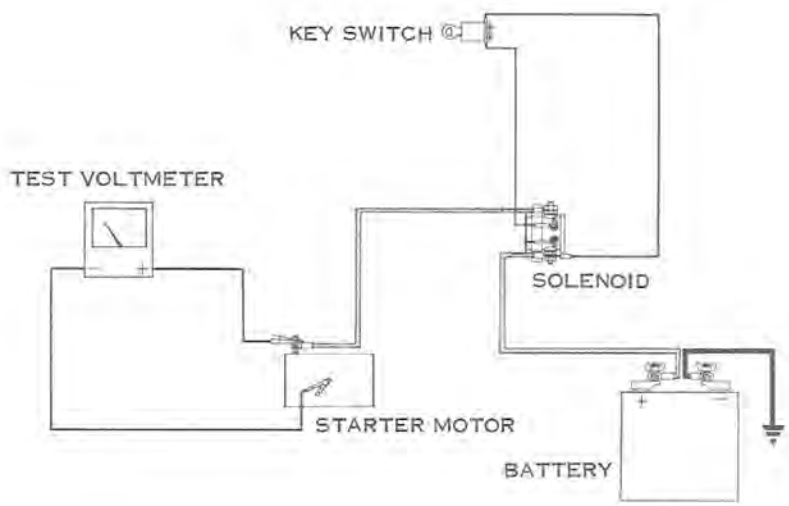

Figure 6-33
c. Connect a voltmeter across starter motor (see Figure 6-33), with positive (+) lead to starter motor terminal, and negative (-) lead to ground on starter frame.